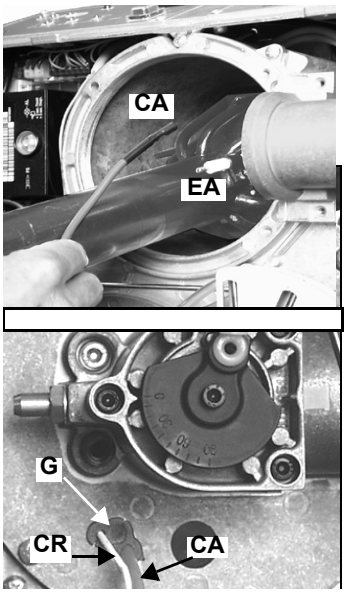

Fig. 32
- Check the ignition and detection electrodes, clean and adjust if necessary (see Fig. 32). In case of doubr, check the detection current according to the schemes in Fig. 36..
2 Remove the connector **CR** of the ionization electrode (Fig. 32).
3 Unplug cable **CA** of the ignition electrode **EA** (Fig. 32) and extract it from the flange by removing the rubber **G** (Fig. 32).